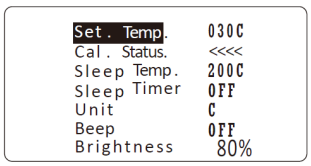

Fig.7
3.3. When Cal. status display “<<<<” (see Fig 7.)，it means “Real Temp.” has calibrated and decrease temperature.